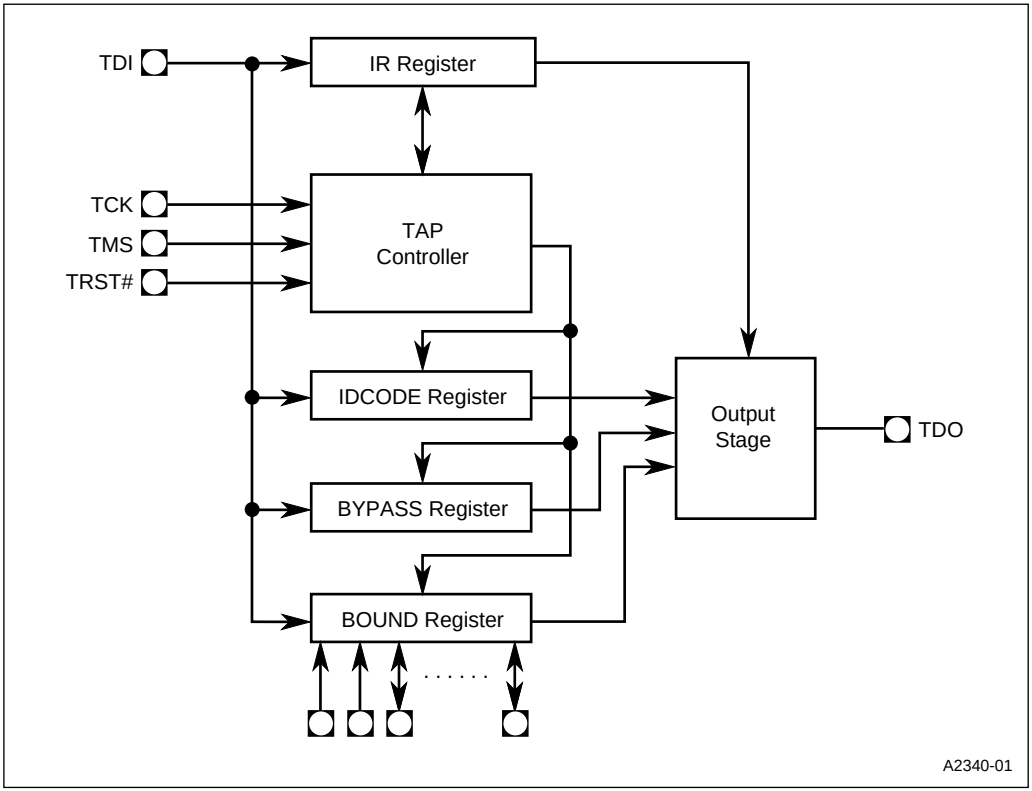

Figure 17-1. Test Logic Unit Connections
The test-logic unit (Figure 17-1) is fully compliant with IEEE Standard 1149.1. It consists of the test access port, the test access port (TAP) controller, the instruction register (IR), and three data registers (IDCODE, BYPASS, and BOUND). It also includes logic for generating necessary clock and control signals.